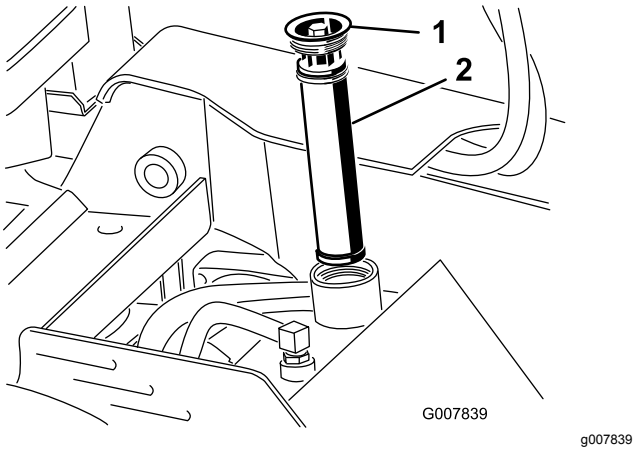

Figuur 58
4. Verwijder het oude filter en gooi het weg (Figuur 58).
5. Monteer het vervangfilter en de vuldop (Figuur 58) en draai de bout bovenaan vast tot 13 à 15,5 N·m.
5. Verwijder de vuldop en het filter van de hydraulische tank (Figuur 58).
10. Monteer het hydraulische filter en de vuldop (Figuur 58) en draai de bout bovenaan vast tot 13 à 15,5 N·m.